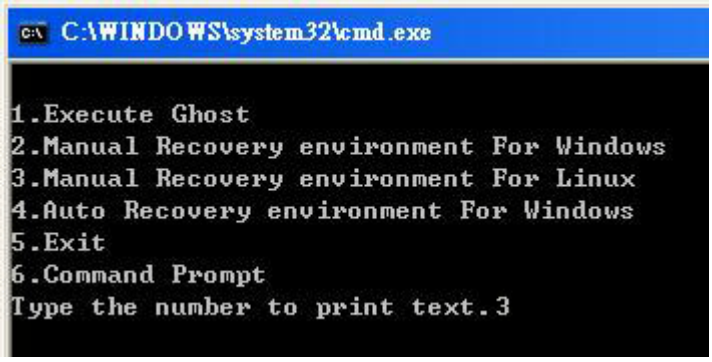

Figure B-23: Manual Recovery Environment for Linux
Step 4: **Build the recovery partition**. Press any key to boot from the recovery CD. It will take a while to launch the recovery tool. Please be patient. When the recovery tool setup menu appears, type <**3**> and press <Enter> (**Figure B-23**). The Symantec Ghost window appears and starts configuring the system to build a recovery partition. After completing the system configuration, press any key to reboot the system. Eject the recovery CD.